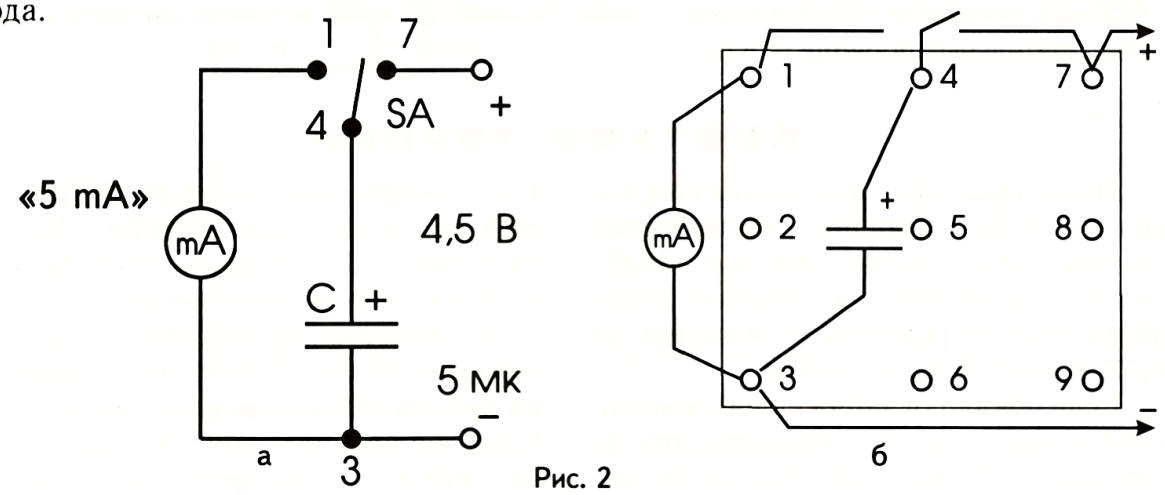

Рис. 2
1. Соберите электрическую цепь по рис. 2, *а* и *б*. Конденсатор **C** возьмите оксидный емкостью 5 мкФ; в качестве измерительного прибора – микроамперметр на 100 мкА (или авометр АВО-63, включенный на предел измерений постоянного тока 0,5 мА); роль переключателя **SA** может выполнить кусок провода.